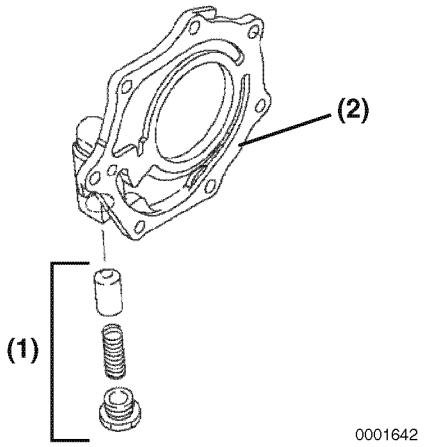

Figure 9-7
6. Remove the oil pressure regulator valve **(Figure 9-7, (1))** from the oil pump cover **(Figure 9-7, (2))**.